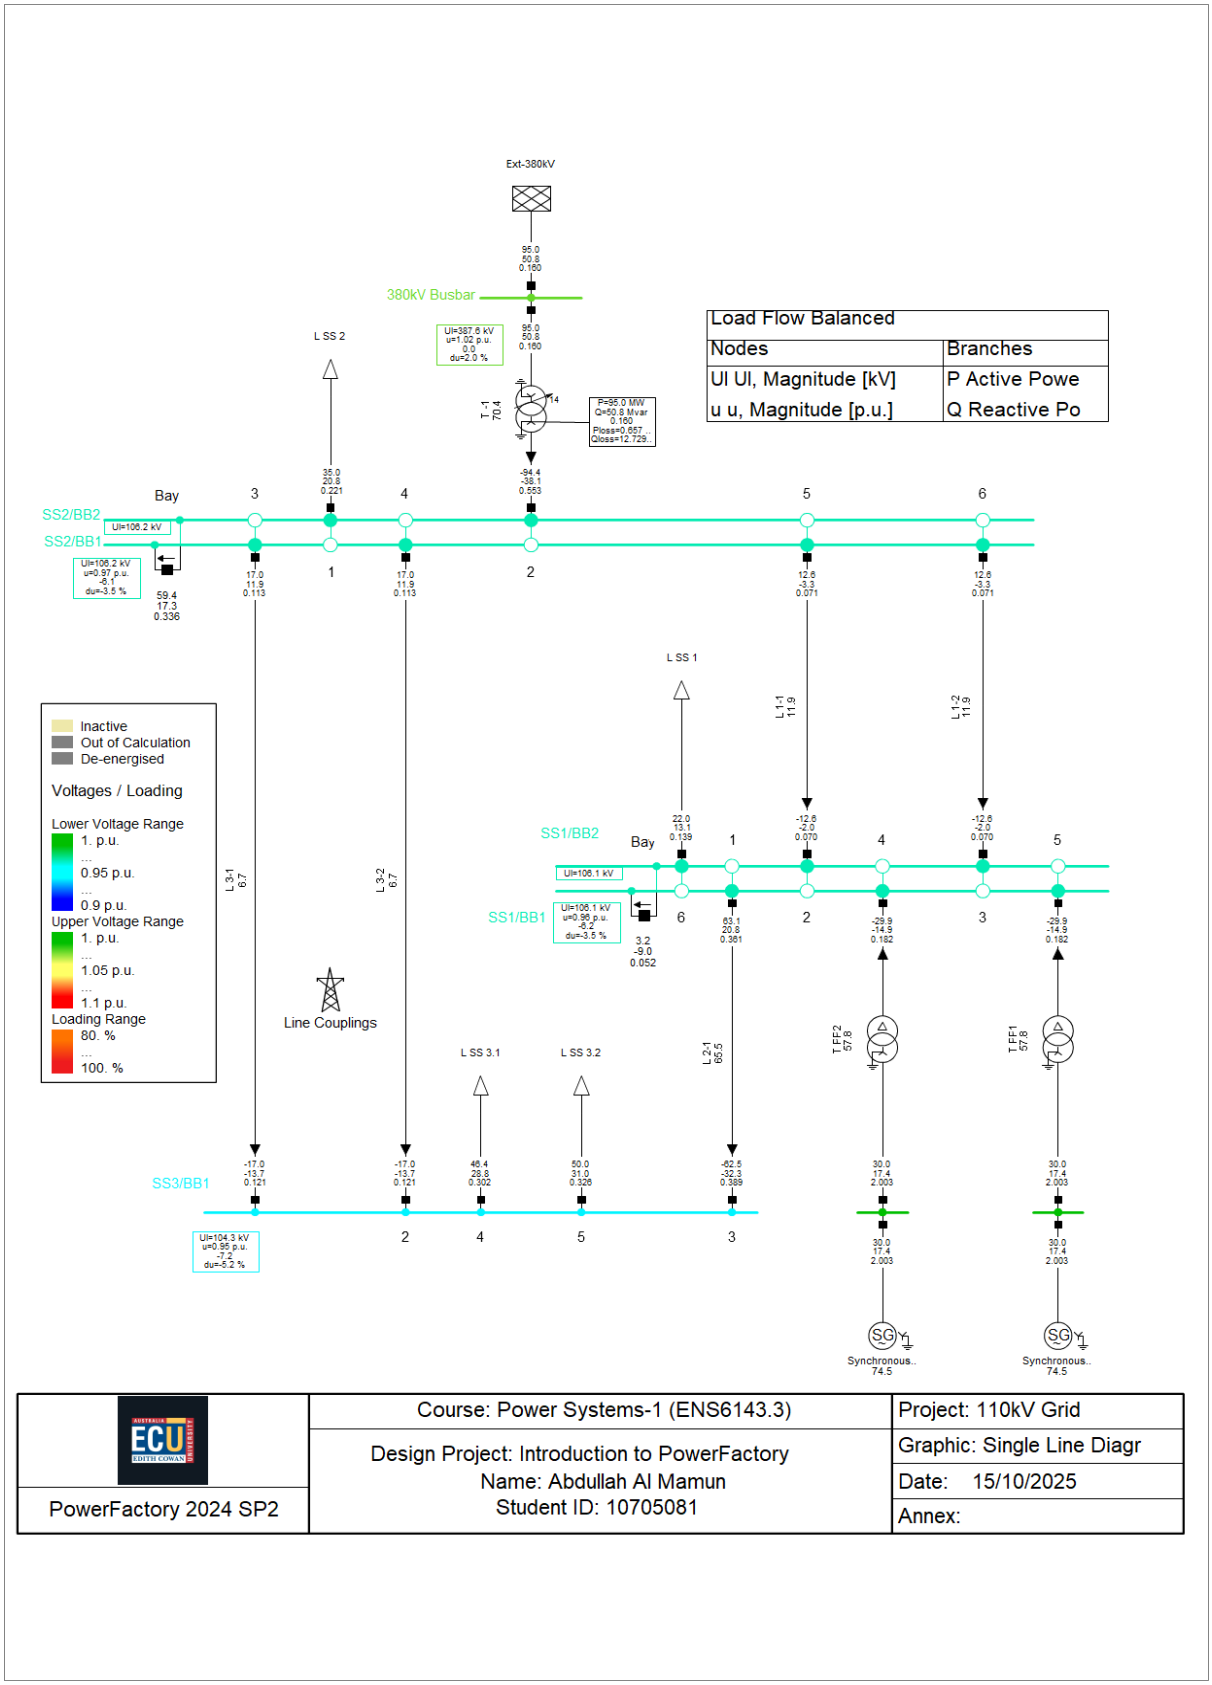

Figure 2: Single-line diagram of the modelled 110 kV network with results of the performed load flow analysis.
- If no error messages or warnings are displayed in the output window, the basic setup of the network model is fine. Show a screenshot of the single-line diagram of the modelled grid, with results of the performed load flow analysis, in Figure 2.